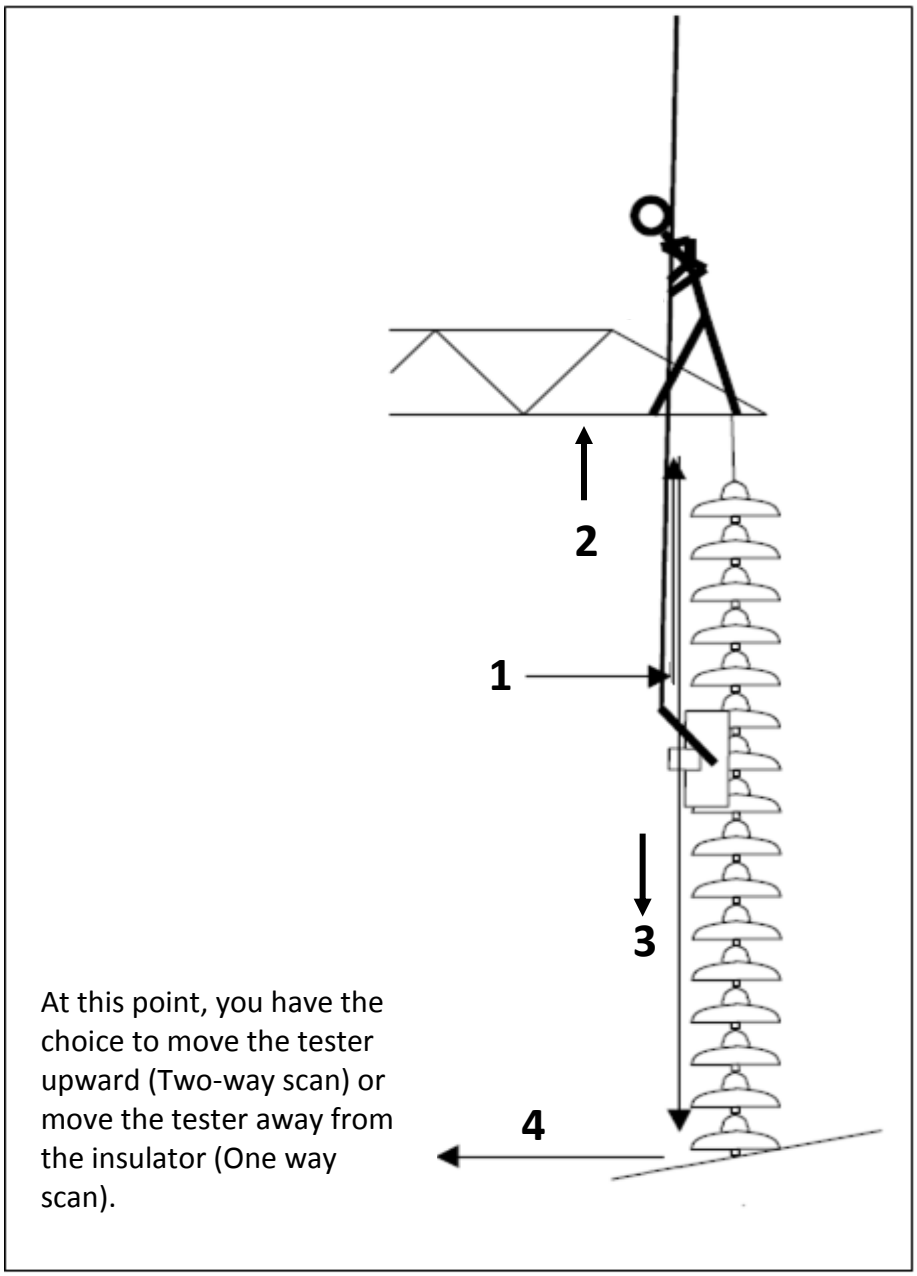

**Figure 25**
1. To facilitate the manipulation, the hot stick should be almost vertical, per Figure 25.